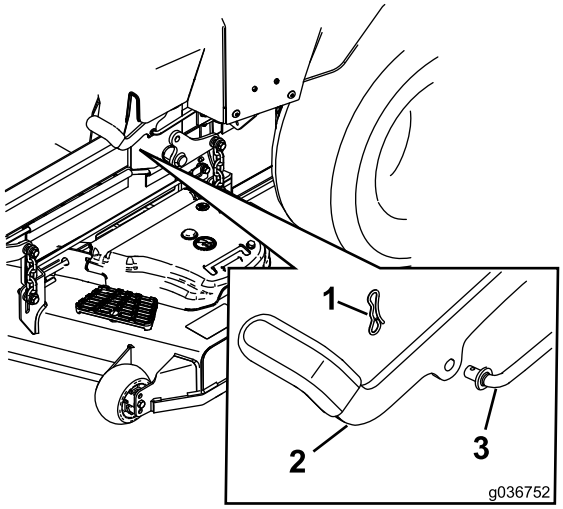

Figure 58
6. Si un réglage est nécessaire, desserrez le frein de stationnement. Retirez la goupille fendue de l'axe de la tringlerie de frein (Figure 58).